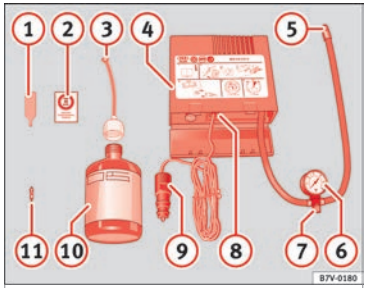

Fig. 48 Standard representation: contents of the anti-puncture kit.
• Unscrew the tyre valve cap and insert. Use the ››› **Fig. 48 (1)** tool to remove the insert. Place it on a clean surface.
• Shake the tyre sealant bottle vigorously ››› **Fig. 48 (10)**.
- Screw the inflator tube ››› Fig. 48 ③ into the sealant bottle. The bottle's seal will break automatically.
- Remove the lid from the filling tube ››› Fig. 48 ③ and screw the open end of the tube into the tyre valve.
- Place the insert back into the tyre valve using the tool ››› Fig. 48 ①.
- Screw the compressor tyre inflator tube ››› Fig. 48 ⑤ into the tyre valve.
- Check that the air bleed screw is closed ››› Fig. 48 ⑦.
- Insert the connector ››› Fig. 48 ⑨ into the vehicle's 12-volt socket ››› page 121.
- Turn the air compressor on with the ON/OFF switch ››› Fig. 48 ⑧.